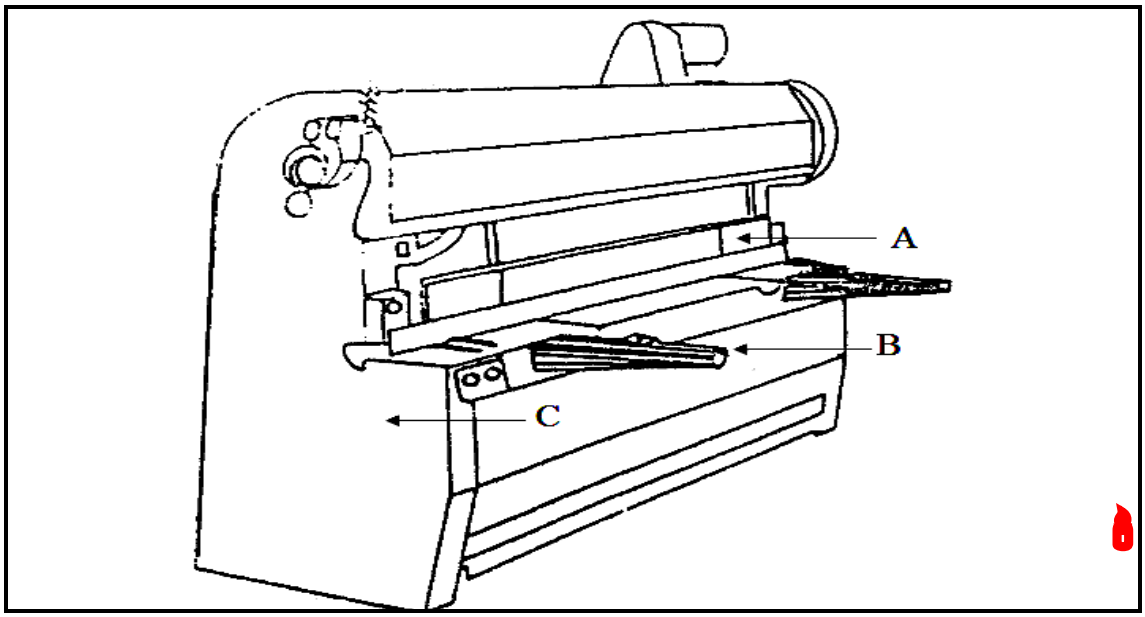

FIGUUR 1
1.1 FIGUUR 1 toon 'n guillotine wat gebruik word om plat-plaat materiaal te skeur ('shear').